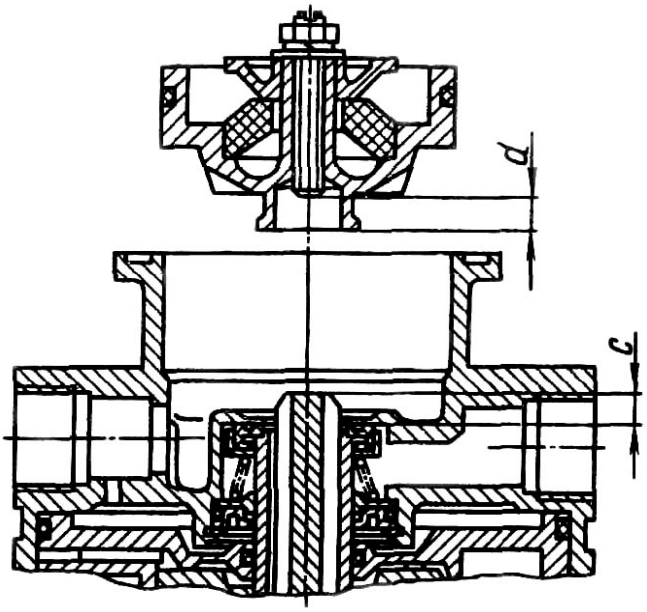

Рис. 84. Установка верхнего поршня тормозного крана
3. При установке верхнего поршня замерить расстояние С (рис.84) – выступание хвостовика малого поршня над клапаном. С помощью регулировочного винта на верхнем поршне установить расстояние d = (с + 0,8) мм.